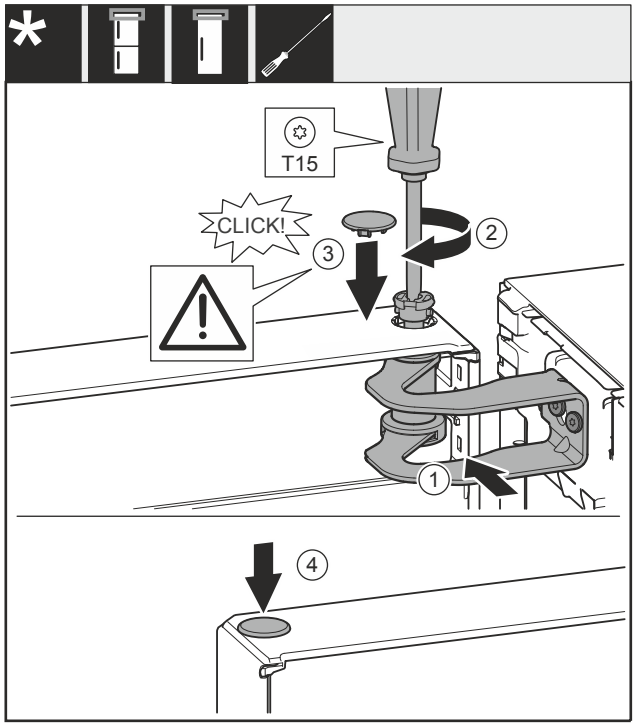

Fig. 25
▶ Align the door with the opening in the swap bearing block *Fig. 25 (1)*.
▶ Insert the bolt *Fig. 25 (2)* and use screwdriver to tighten it.
▶ Insert the cover *Fig. 25 (3)*.
▶ Check that the cover *Fig. 25 (3)* is resting on the door.
▶ Insert the cover *Fig. 25 (4)*.